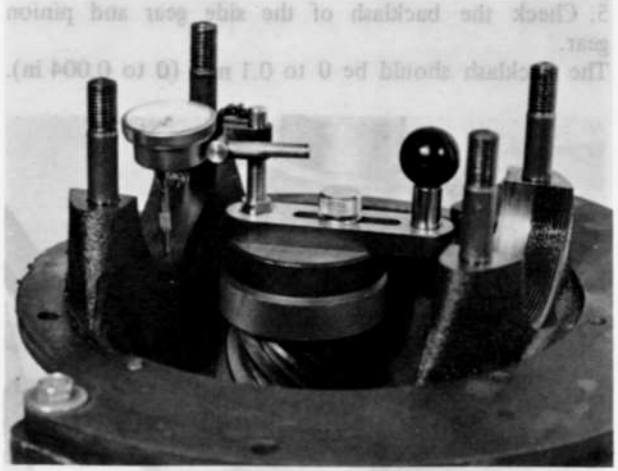

Fig. 9–13 Measuring pinion height
5. Record the number of hundredths dial indicator shown in Fig. 9–14.